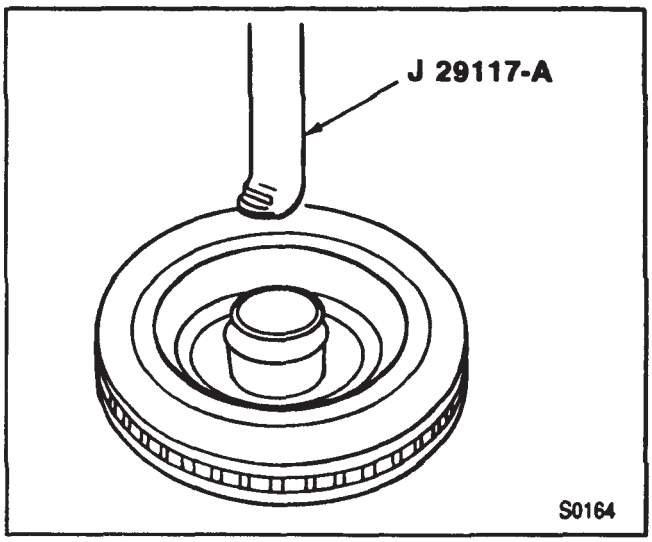

Figure 8—Removing Bearing Cup
2. Cap (10) from the rotor (17).
3. Cotter pin (11), nut (12), and washer (13).
4. Rotor (17) from the spindle.
- Be careful not to damage the outer bearing (14) and the spindle threads.
5. Outer bearing (14).
6. Seal (20).
- Pry the seal (20) out and discard.
7. Inner bearing (19). Use J 29117-A to remove the inner cup (18), figure 8.